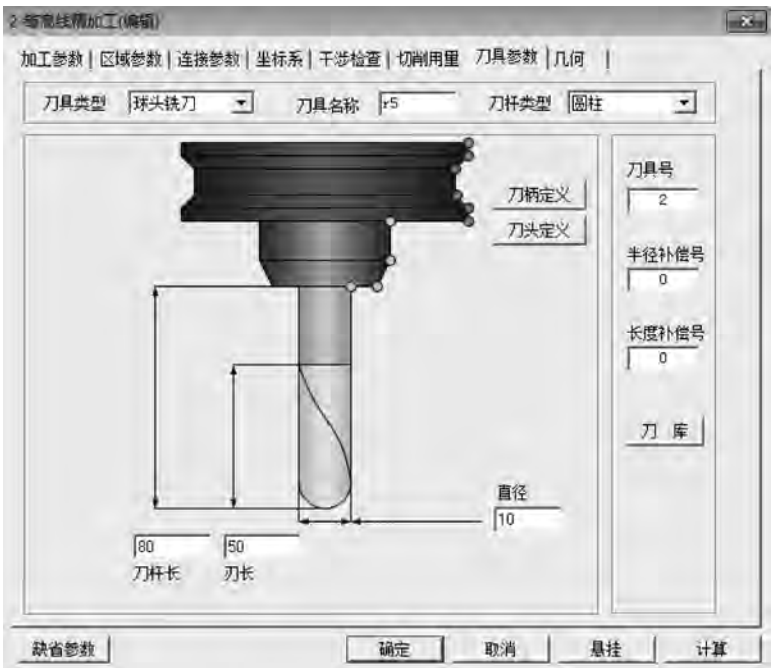
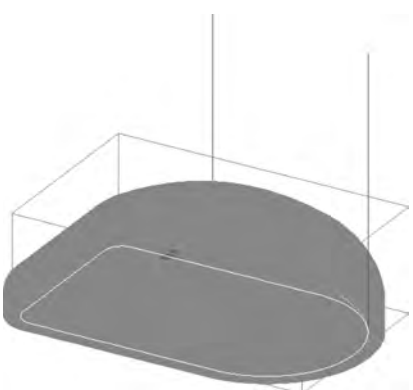

图 5-164 “刀具参数”选项卡
图 5-165 等高线精加工的刀路轨迹
③ 设置刀具参数。单击“刀库”按钮，选择增加的刀具号为 2 的 R5 球头铣刀，如图 5-164 所示。
④ 其他参数同粗加工。
⑤ 拾取完鼠标的曲面后单击“确定”按钮，系统开始计算并生成刀路轨迹，结果如图 5-165 所示。